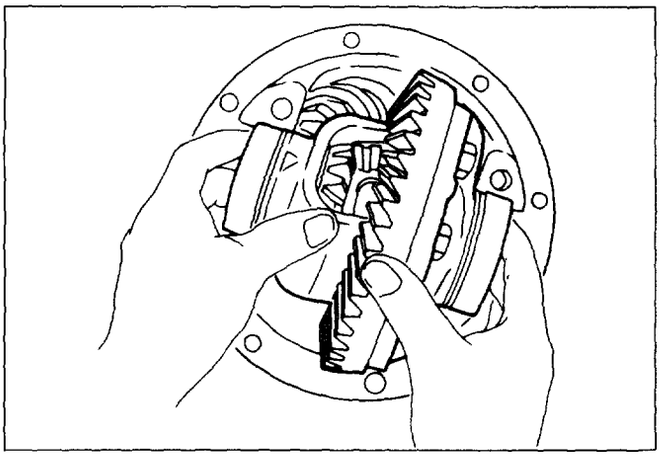

Fig. 4B-43
3) Using two sets of feeler gauges, insert a feeler stock of sufficient thickness between each bearing outer race and the carrier to remove all end play. Make certain the feeler stock is pushed to the bottom of the bearing bores. Mount the dial indicator on the carrier so that the indicator stem is at right angles to a tooth on the ring gear (Fig. 4B-44).